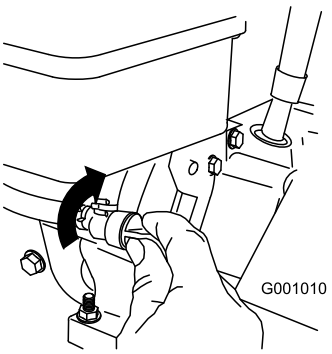

Figur 26
3. Stäng bränslekranen genom att vrida den medsols (Figur 26).